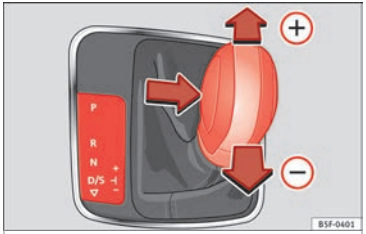

Fig. 159 Changing gear with Tiptronic.
– Lightly press the selector lever forward ››› **Fig. 159** (+) to change up to a higher gear.
– Lightly press the selector lever backward ››› **Fig. 159** (-) to change down to a lower gear.